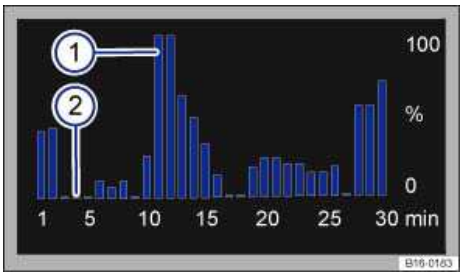

Fig. 128 In the radio or Navigation system display: Overview of Zero emissions driving time.
Zero Emission	Displays the emission-free driving time as a bar graph. Each bar represents 1 minute of driving. The height of the bar indicates the proportion of emission-free driving in %. A full bar, or 100% ⇒fig. 128 (1), is a 1 minute interval of emission-free hybrid driving or sailing. No bar, or 0% (2), is a 1 minute interval driving only with the combustion engine. The display shows the emissions for a maximum of 30 minutes. Tapping **Reset** resets all values on this graph to zero.